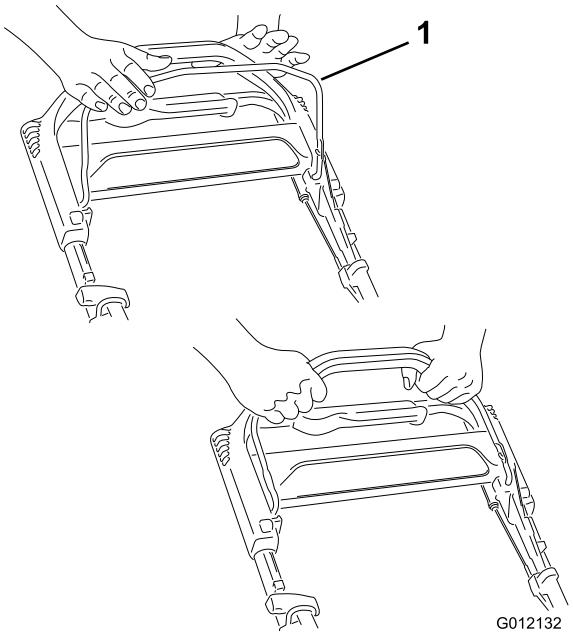

Figura 12
1. Tenete la barra di comando della lama Figura 12 contro la stegola.